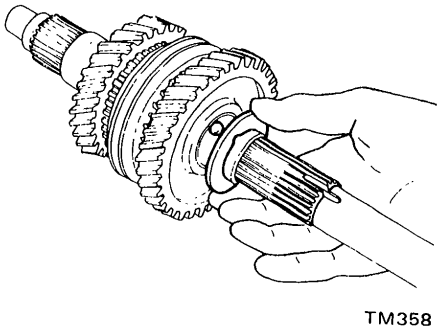

Fig. MT-33 Installing thrust washer
1. Assemble 2nd gear needle bearing, 2nd gear, baulk ring, 1st & 2nd speed synchronizer assembly, 1st gear baulk ring, 1st gear bush, needle bearing, 1st gear, steel ball, and thrust washer on mainshaft. Before installing a steel ball, apply grease to it. See Figure MT-33.